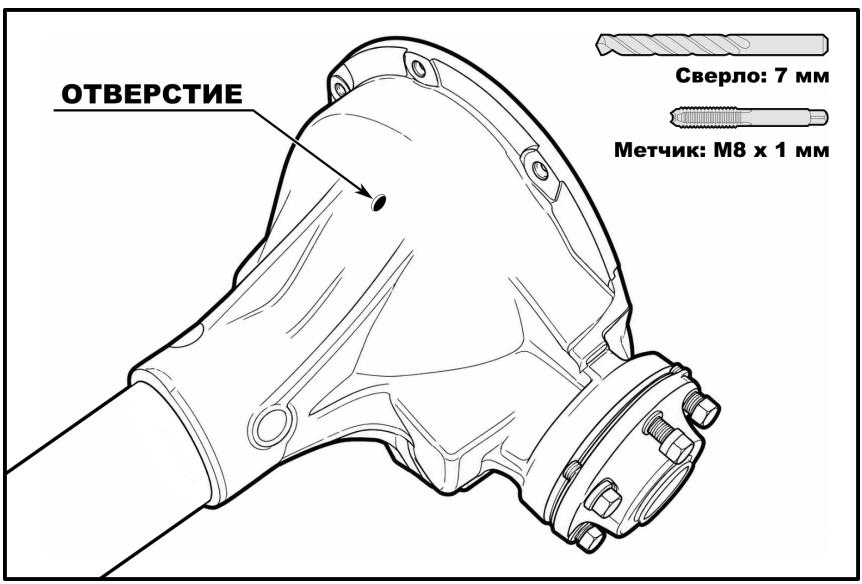

Рис. 16
*Для установки блокировки необходимо просверлить отверстие в корпусе редуктора и вывести через него кабель. На **Рис. 16** и **17** показано рекомендуемое расположение отверстия*